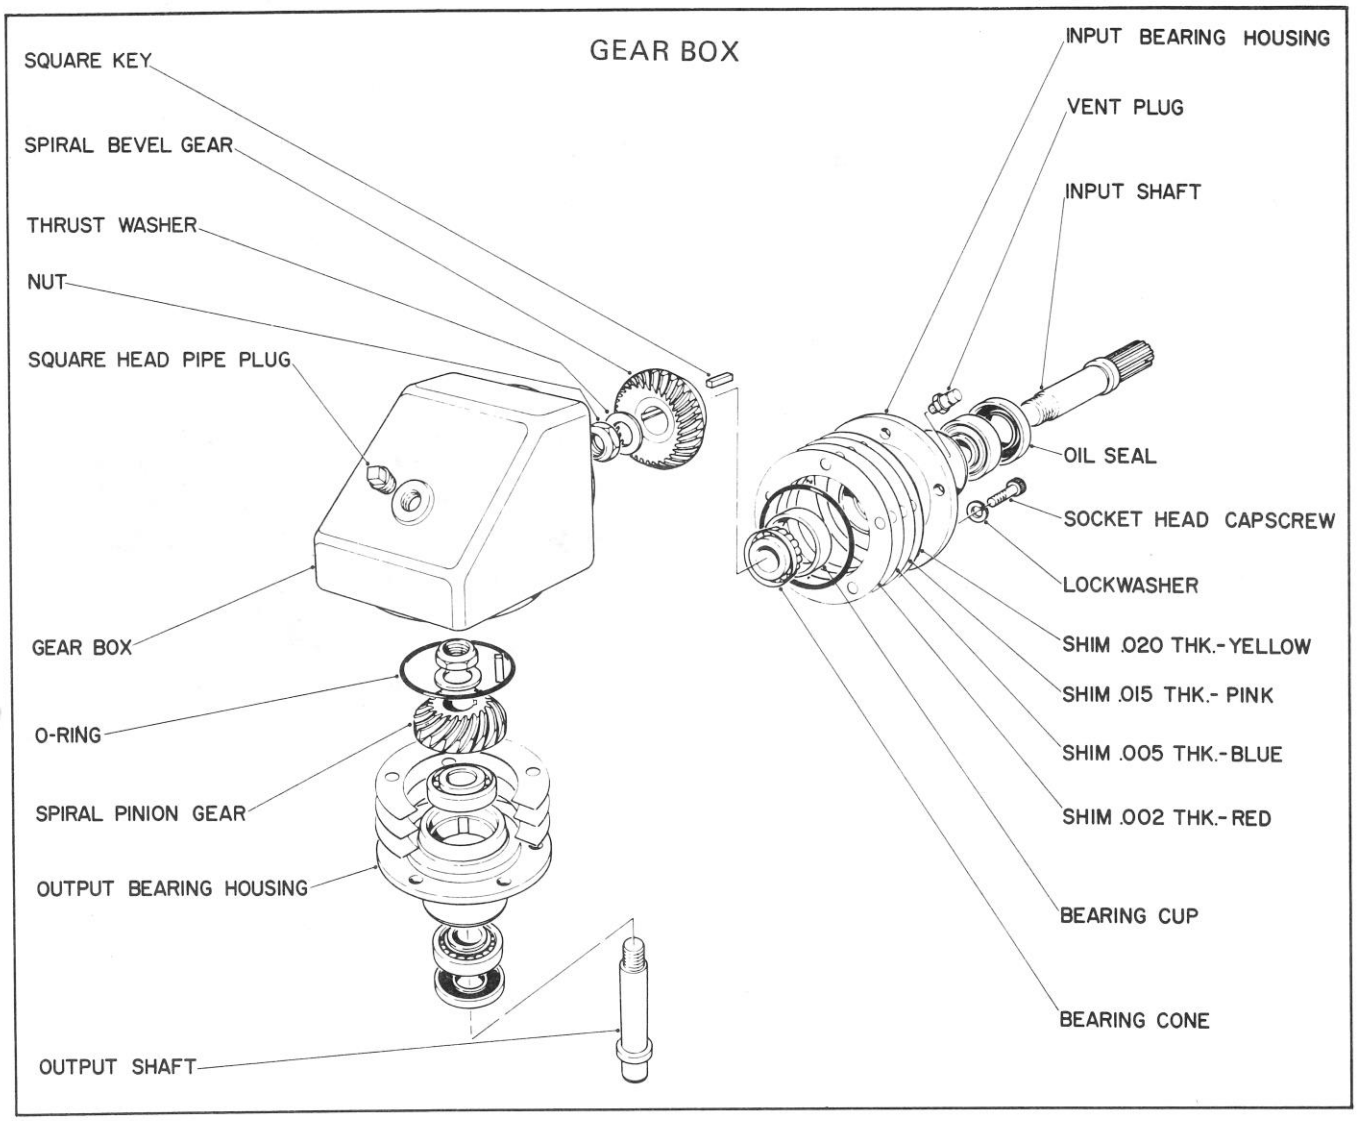
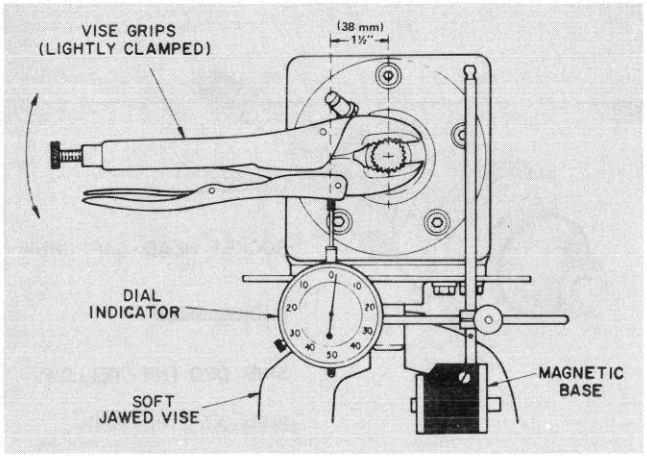

Figure 49
Figure 50
2. Remove pipe plug from gear box and drain oil out of gear box (Fig. 49).
1. Remove five (5) capscrews securing input housing assembly; tap input housing with soft-faced hammer and pull on input shaft to remove from gear box (Fig. 49).
2. Remove five (5) capscrews securing output bearing housing to gear box, tap housing with soft-faced hammer and pull on output shaft to remove assembly from gear box (Fig. 49).
4. Use a bearing separator to remove gear from shaft. Remove square key (Fig. 49).
5. Support mount flange of input housing in arbor press and press shaft, threaded end up, out of housing (Fig. 49).
7. Use procedures 3 through 6 to disassemble the output shaft assembly (Fig. 49).
8. Discard and replace the shaft, nut, shaft seal and housing O-ring for both assemblies (Fig. 49). Discard and replace all worn and damaged parts.
1. Press bearing cups into bearing housing with small I.D. of cups toward inside of housing (Fig. 49).
3. Press on the remaining bearing cone. Install square key and press on gear. Use Loc-tite 242 or 601 on shaft and gear. Install thrust washer and nut (Fig. 49).
5. Apply No. 2 Permatex to outer surface of seal, apply oil to seal lips and press new seal into housing with seal lips facing inward (Fig. 49).
1. Install shims on housing (Fig. 49).
2. Oil O-rings, install on housing (Fig. 49) and insert both shaft assemblies into gear box (Fig. 49).
4. Clamp the output shaft of gear box in a soft-jawed vise, lightly clamp a pair of vise-grip pliers to the input shaft, mount a dial indicator with magnetic base to the vise, move vise grips up and down and check input gear blacklash (Fig. 50). Backlash should be .005-.010 inch (0.13-0.25 mm) with indicator positioned one and one-half inch (38 mm) from center of shaft (Fig. 50). If backlash is incorrect, remove input housing assembly and add or subtract shims as necessary. Repeat procedures until correct backlash is obtained. Shims are available in .002, .005, .015 and .020 inch (0.051, 0.13, 0.38 and 0.51 mm) sizes (Fig. 49).